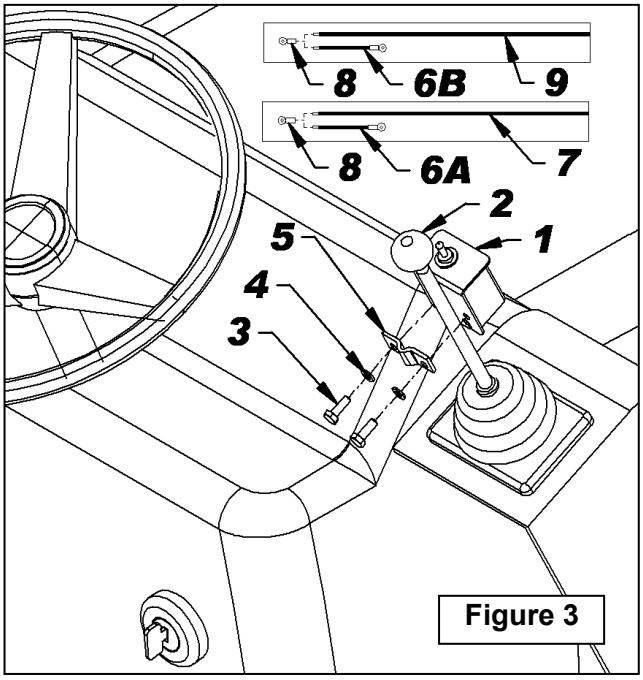

Figure 3
1. **Figure 3:** Placer le boîtier d'interrupteur (item 1) sur le levier (item 2) du tracteur de façon à obtenir une position de travail confortable lorsque la main est sur le pommeau et fixer à l'aide de la crampe pour boîtier (item 5), deux rondelles de blocage 1/4" (item 4) et deux boulons hex. 1/4" NC x 1" (item 3).
3. **Figure 3:** Dénuder de 1/4" l'extrémité des fils (items 7-9) ainsi que les deux fils jaunes (items 6).
4. **Figure 3:** Torsader le fil rouge (item 7) avec un fil jaune (item 6A) et le fil noir (item 9) avec l'autre fil jaune (item 6B).
5. **Figure 3:** Installer les deux terminaux ronds identiques (item 8) sur les bouts torsadés.